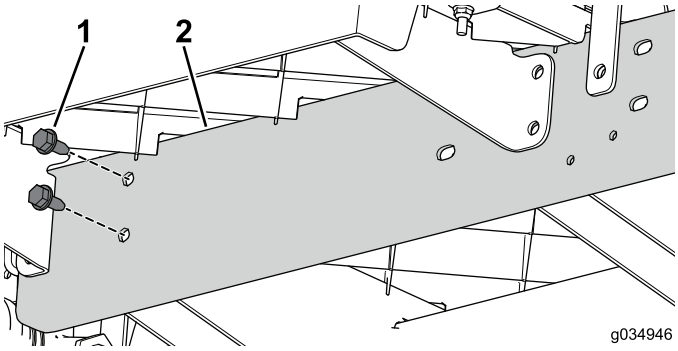

Figure 74
6. Use the 2 bolts (5/16 x 3/4 inch) to loosely install the extension rail to the center channel to the front section of the machine (Figure 74).